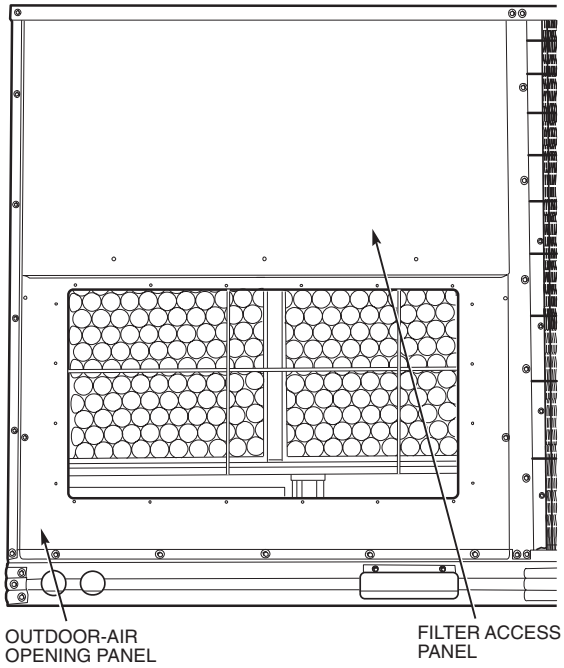

**Fig. 17 — Access Panel Locations**
2. Remove filter access panel by raising panel and swinging panel outward. Panel is now disengaged from track and can be removed. No tools are required to remove filter access panel. Remove outdoor-air opening panel. Save panels and screws. See Fig. 17. Remove optional economizer and outdoor-air damper hood package from filter section.